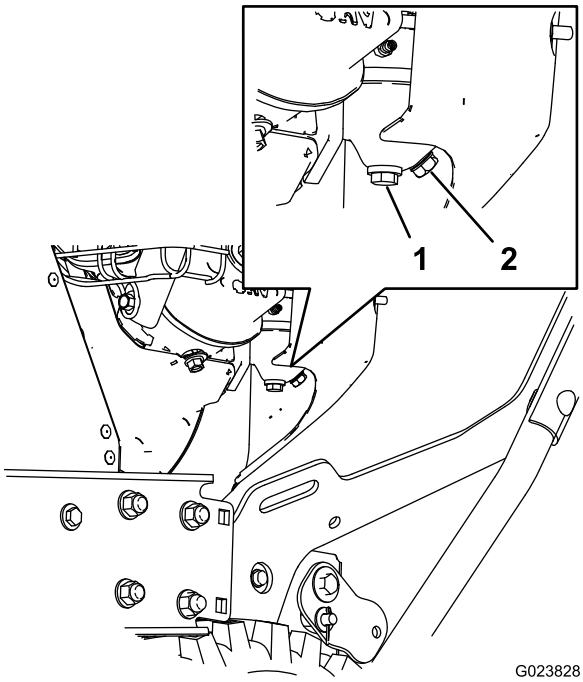

Figuur 28
1. De aftapdop bevindt zich op de zijkant van de carburatorbehuizing (Figuur 28).